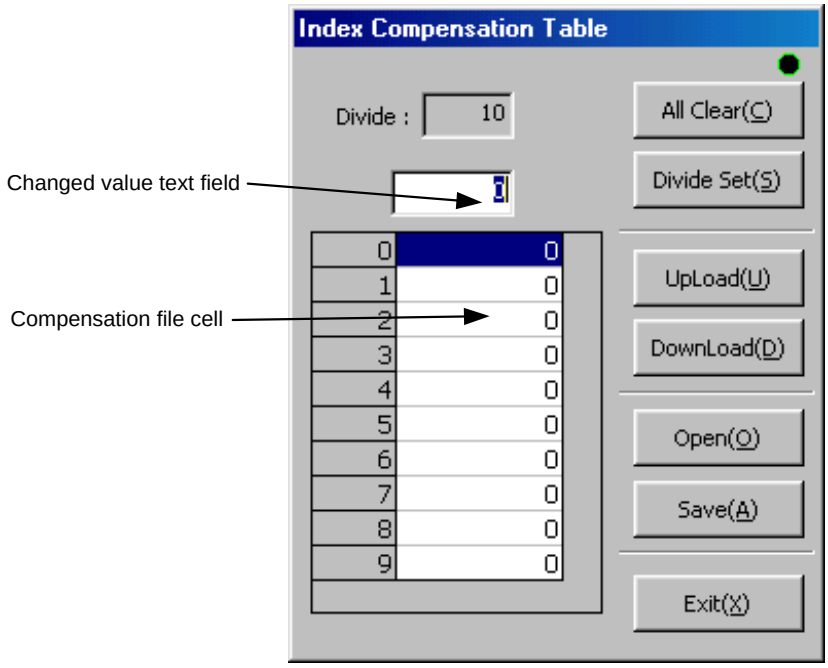

Figure 7.42 "Index Compensation Table" dialog box
Click *"Table Edit (E)"* in the "Index compensation" dialog box to display the "Index Compensation Table" dialog box (see Figure 7.42).